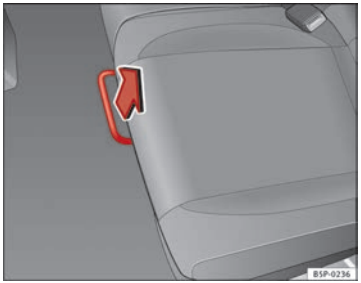

Fig. 95 Leva di sblocco del sedile posteriore
– Nella posizione a sedere, sbloccare la leva nel senso della freccia ⇒ fig. 95.